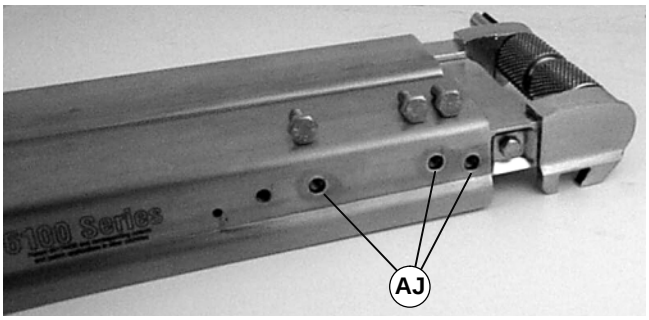

Abbildung 28
3. Drei (3) Schrauben (AJ siehe Abbildung 28) auf der gegenüberliegenden Seite des Achszapfens entfernen.